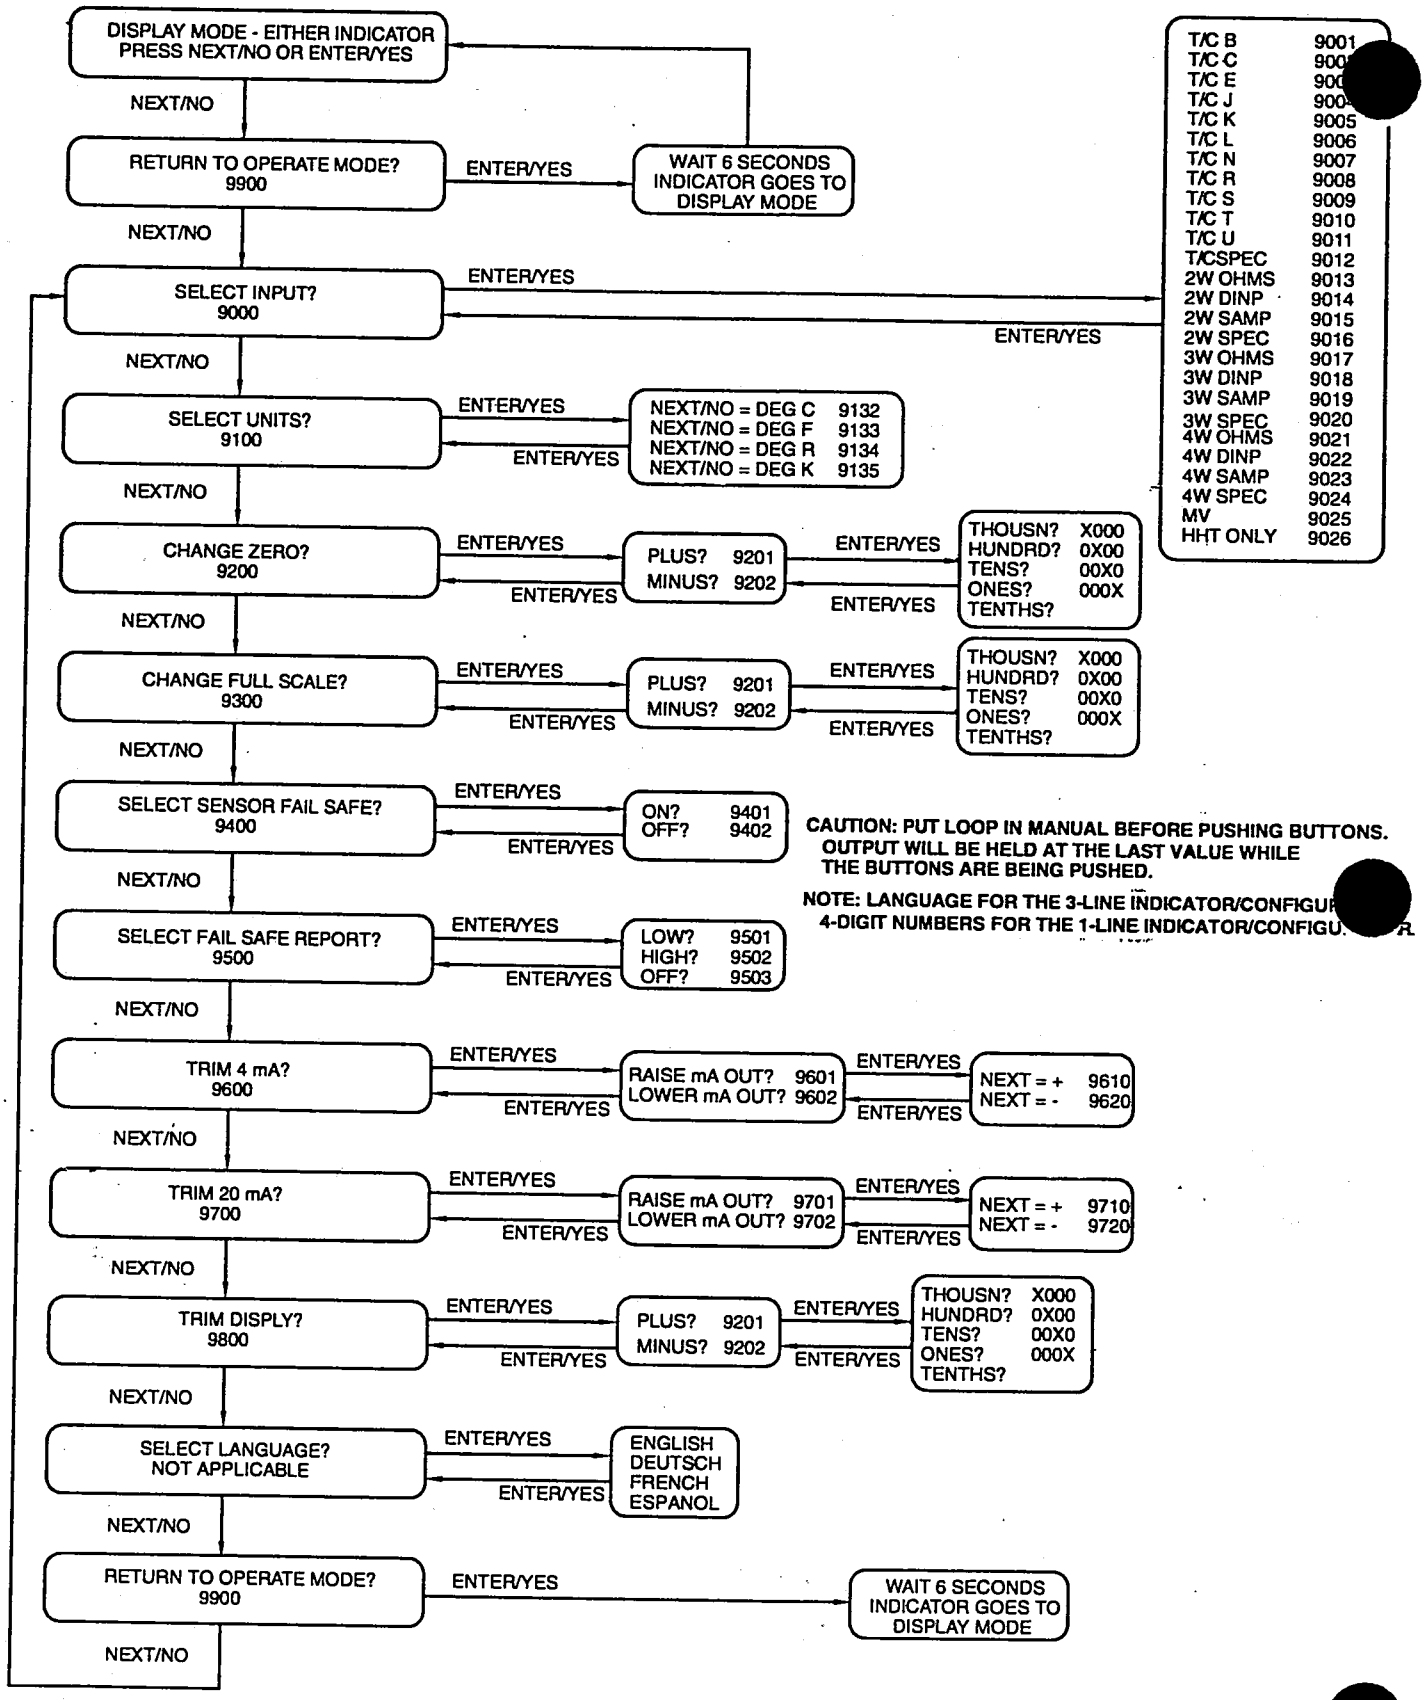
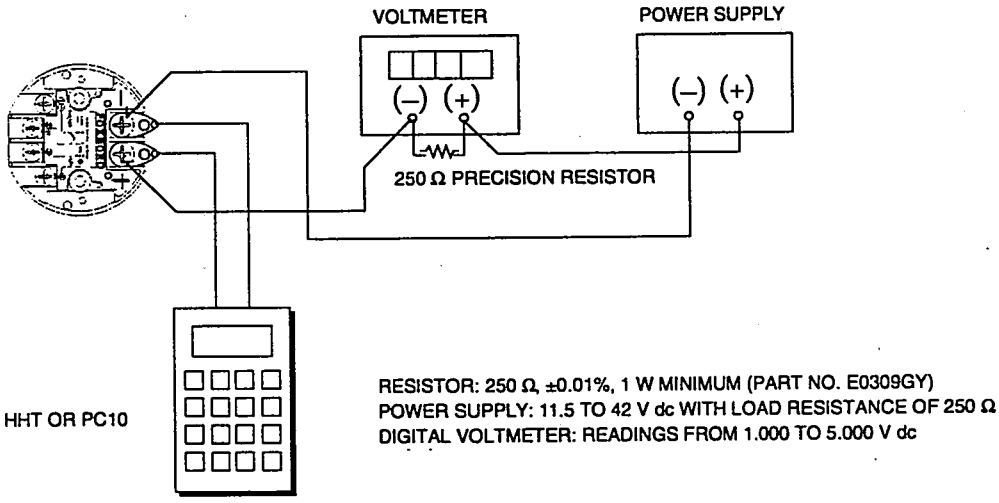

Figure 21. Indicator Configurator Flowchart with Transmitter Revision 02 Software
Figure 22. 4-20 mA Output Calibration Setup
3. Following the configurator flowchart (Figure 21), use the NEXT/NO button to go to the first parameter to be reconfigured and press ENTER/YES. Continue to follow the flowchart to configure your transmitter.
If you have a 4-20 mA output, you may trim the output at 4 mA and 20 mA by connecting a digital voltmeter and precision resister in the output loop (see Figure 22) and adjusting the output in Configuration mode. For procedure using the integral indicator/configurator, see flowchart in Figure 21. For procedure using a remote configurator, see MI 020-479 (PC10 Configurator), MI 020-469 (HHT Terminal), or MI 020-460 (HART Communicator).